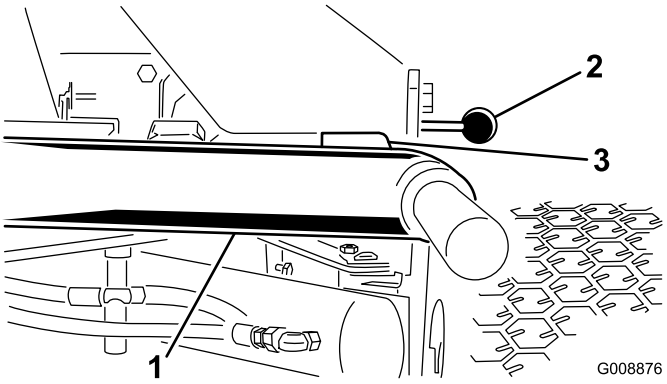

**Figur 10**
1. Starta motorn, höj klippenheterna och kontrollera att spelet mellan varje lyftarm och golvplattans fäste är 5–8 mm (Figur 10).